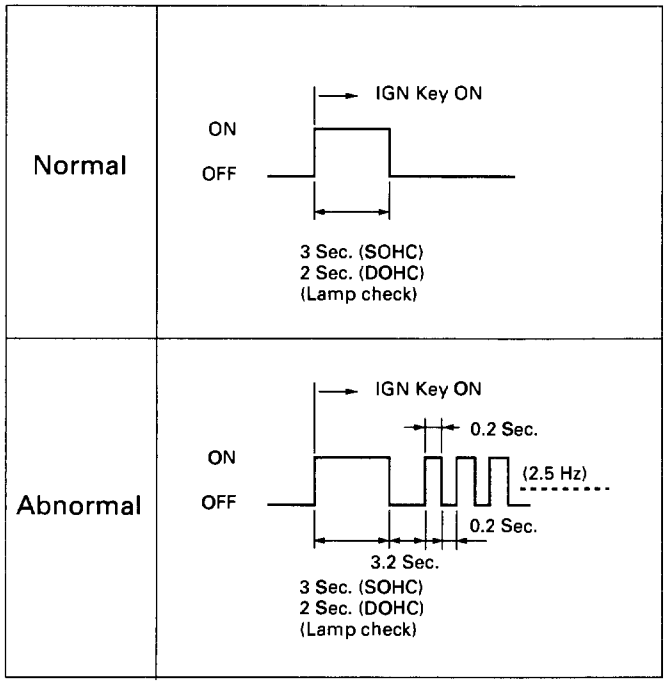

Fig. 7A-8a
(1) This means that the Transmission Control Module (TCM) is in flashing code mode. This mode is only used for service. This mode is set when the Terminal 1 of diagnostic connector C-92 is set to ground. To go out of this mode see Fig. 7A-8b.
(2) Check if terminal 1 of diagnostic connector C-92 is shorted to ground. (Voltage is about 0 volts when there is a short to ground instead of 5 volts).
(3) Check if TCM terminal D16 has the same problem.
(4) Remove the short circuit to ground due to wiring problems.
(5) IF problem solved: GOTO **CHECK TRANS INDICATOR**.